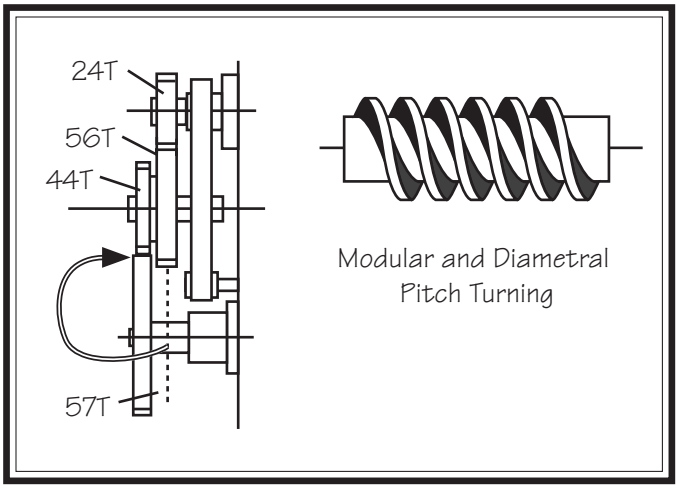

Figure 87. Alternate end gear position.
When the 44- and 57-tooth end gears are meshed (see **Figure 87**), you can perform modular and diametral pitch turning.
c. Swap the position of the gear, as shown in **Figure 87**, then align it with the key and insert it on the gear shaft.